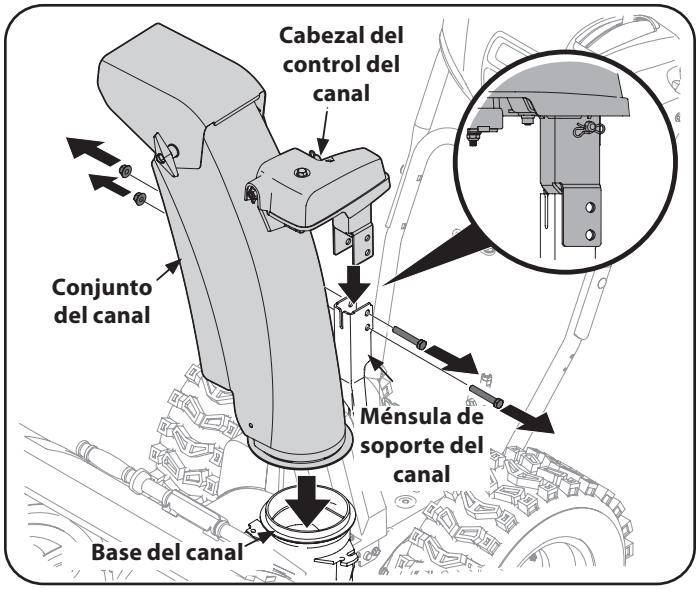

Figura 27
1. Extraiga las tuercas de seguridad y los tornillos hexagonales de la ménsula de soporte del canal (para lo que se requerirán dos llaves). Consulte Figura 27.
2. Ubique el conjunto del canal sobre la base del canal y el cabezal de control del canal sobre la ménsula de soporte del canal. Consulte Figura 27.